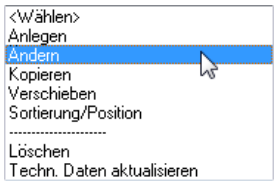

Bild 27.60 – *Seite,* Menüpunkt *Ändern*
- Wählen Sie dazu die gewünschte Seite – im Beispiel den Eintrag *Seite* – in der Rubrikenliste und rufen Sie im Listenmenü *Ändern* auf (Abb. 27.60).